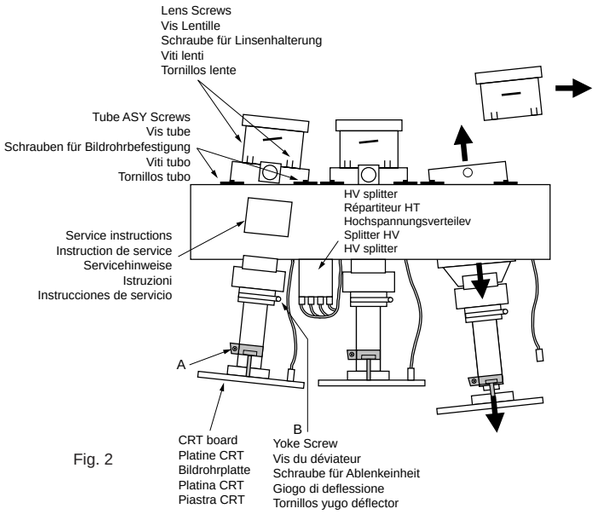

Fig. 2
4. Dévisser la vis A (Fig.2) du collier de maintien au tube de la CRT et retirer cette dernière.